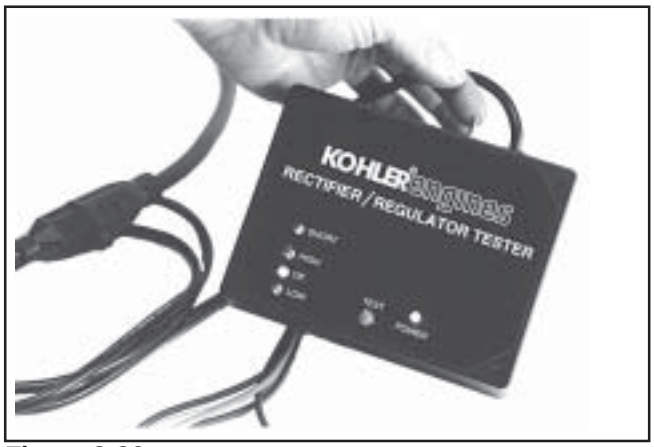

Figure 8-26.
3. Plug the tester into the proper AC outlet/power for tester being used. Turn on the power switch. See Figure 8-26. The ''POWER'' light should be illuminated and one of the four status lights may be on as well. This **does not** represent the condition of the part.
5. Plug the tester into the proper AC outlet/power for tester being used. Turn on the power switch. The ''POWER'' light should be illuminated and one of the four status lights may be on as well. See Figure 8-26. This **does not** represent the condition of the part.
3. Plug the tester into the proper AC outlet/power for tester being used. Turn on the power switch. The ''POWER'' light should be illuminated and one of the four status lights may be on as well. See Figure 8-26. This **does not** represent the condition of the part.